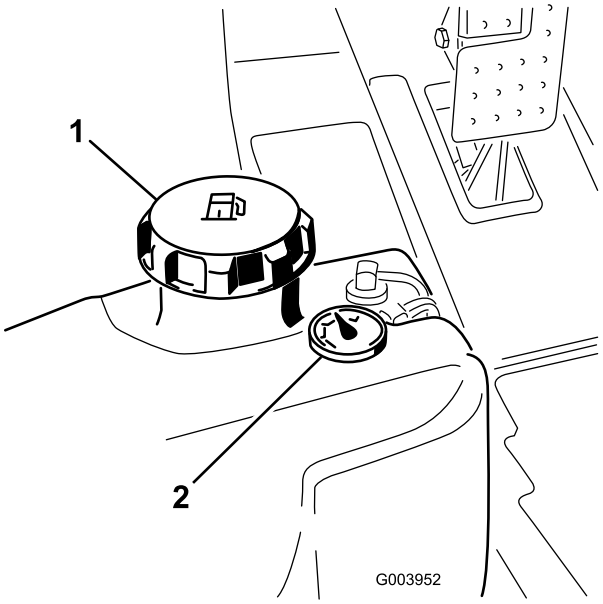

Rysunek 33
1. Odkręć korka wlewu paliwa (Rysunek 33).